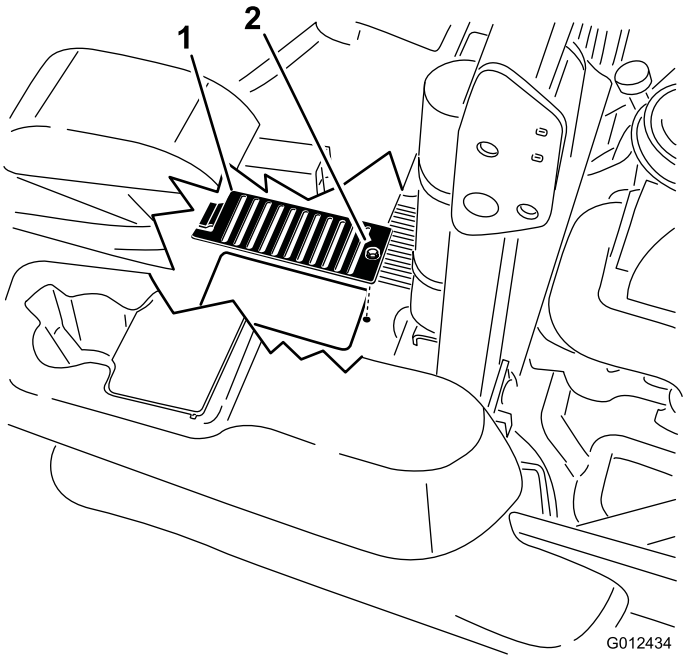

Figur 73
6. Fjern dækslet og bolten på dækslet over hver målepind. Rengør omkring hver målepind og hydraulikenhed (Figur 73).